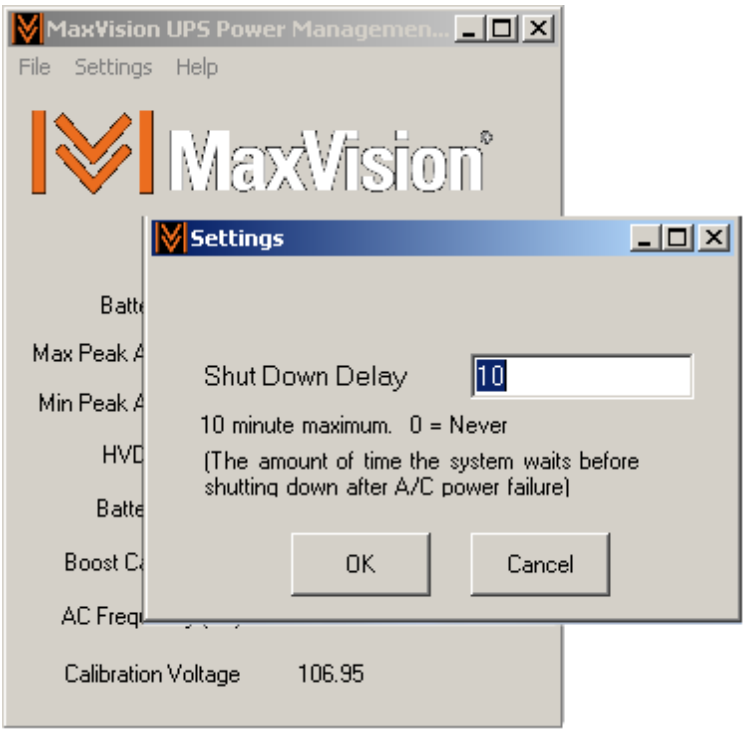

Figure 3-9
4) Use your mouse to click on the **Settings** pull-down menu and access the **Settings** dialog as illustrated in Figure 3-9.